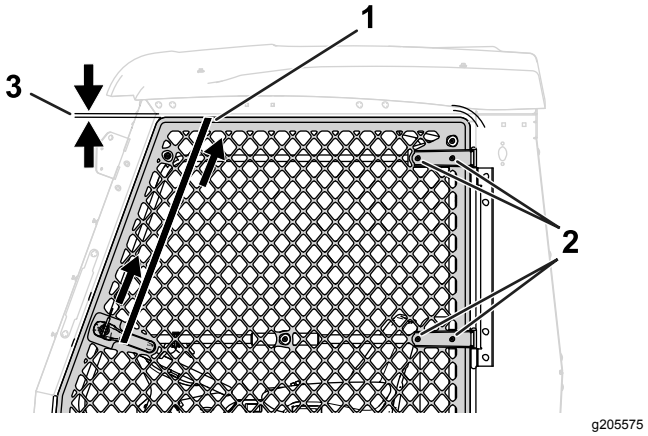

Figur 6
2. Stäng dörren och använd ett spärrband att hålla dörren (Figur 6).
3. Lossa de fyra skruvarna och fyra muttrarna på dörrens gångjärn (Figur 6).
4. Dra åt spärrbandet för att dra upp dörren (Figur 6).